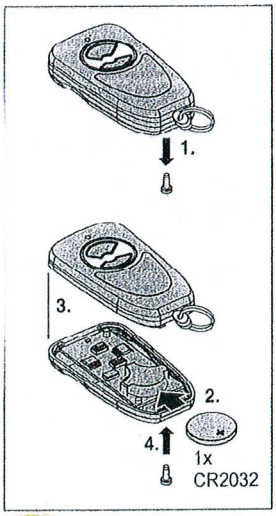

Fig. 2
3.1 Batterie wechseln / einlegen (Fig. 2)